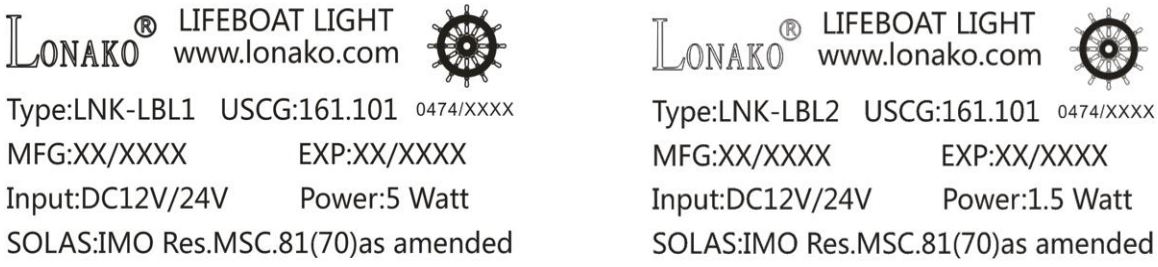

Figure 2-2
2.4.1 The standard product markings of LNK-LBL lifeboat light is shown in Figure 2-2:
① Basic Ex information: Product name, Product Code number, Input voltage, power, product validity;
② Manufacturer LOGO ;
③ Certified mark and certification body number .
2.4.2 MFG batch number and EXP. Date show the latest status of light and manufacturing batch. They will be shown as MM/YYYY, "MM" at Figure 2-2 represents the month of manufacturing /expired date , "YYYY" at Figure 2-2 represents the year of manufacturing /expired date.